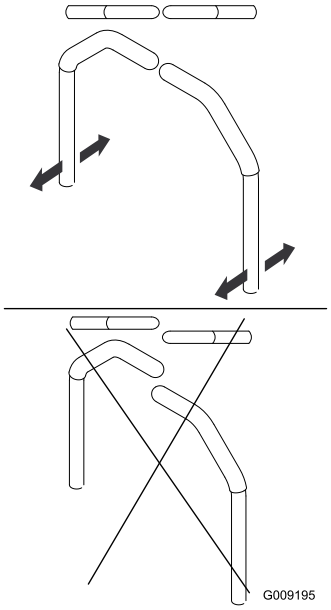

Figuur 80
4. Zet de hendels in de lengterichting door deze naar elkaar in de neutraalstand te brengen. Schuif de hendels tot ze op één lijn staan en draai de bouten vast (Figuur 80).